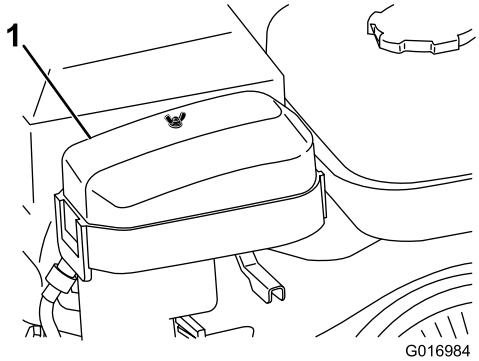

Figur 25
2. Fjern vingemutteren som fester luftrenserdekselet og fjern dekselet (Figur 25).